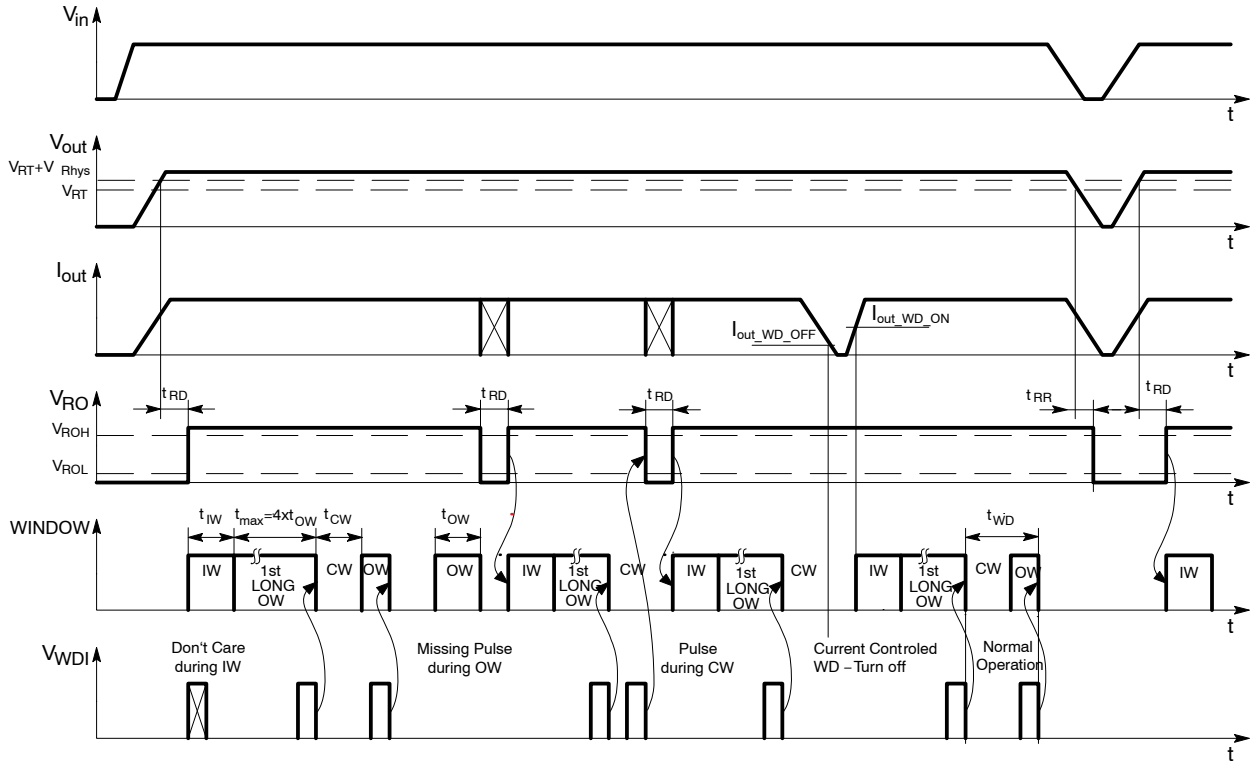
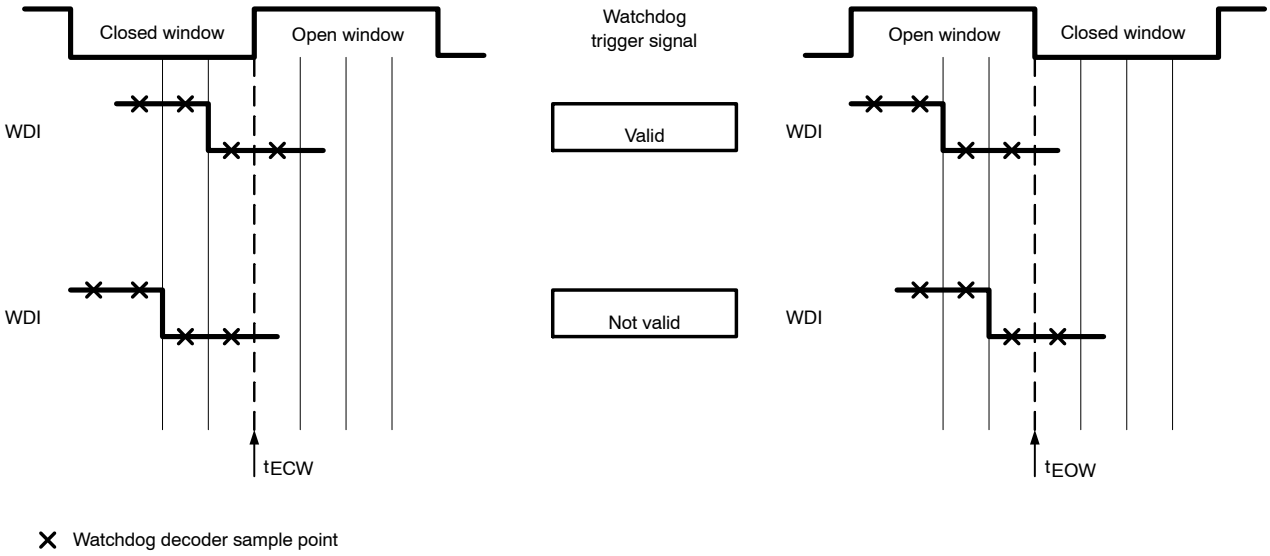

Figure 26. Window Watchdog Signal Diagram
Figure 27. Valid WDI trigger signal
The watchdog slow, fast or off state is set by pins WM1 and WM2 (see table in Figure 25). The timing values used in this description refer to typ. Values when WM1 and WM2 are connected to GND (fast watchdog and reset timing). The state diagram of the window watchdog (WWD) and the watchdog and reset mode selection table is shown in Figure 25. The WWD timing is shown in Figure 26. After power−on, the reset output signal at the RO pin (microprocessor reset) is kept LOW for the reset delay time t_{RD} (16 ms). RO signal transition from LOW to HIGH triggers the ignore window (IW) with duration of t_{IW} (32 ms). During this window the signal at the WDI pin is ignored. When IW ends a long open window with maximum duration of (128 ms, $t_{max} = 4xt_{OW}$) is started. When a valid trigger signal is detected during long open window, a closed window (CW) with duration of t_{CW} (32 ms) is initialized immediately. WDI signal transition from HIGH to LOW is taken as a trigger. As valid trigger two HIGH samples followed by two LOW samples (with sampling time t_{sam} = 0.5 ms) have to be present before end of the long window. Valid WDI trigger signal is shown in Figure 27. When CW ends a standard open window (OW) with maximum duration of t_{OW} (32 ms) is initiated immediately. The OW ends immediately when valid trigger appears at WDI input. For normal operation the microprocessor timing of WDI pulses must be stable and correspond to t_{WD}. A reset signal is generated (RO goes LOW) if there is no valid trigger (missing pulse at WDI pin) during OW or if a pre−trigger occurs during the CW (unexpected pulse at WDI pin).